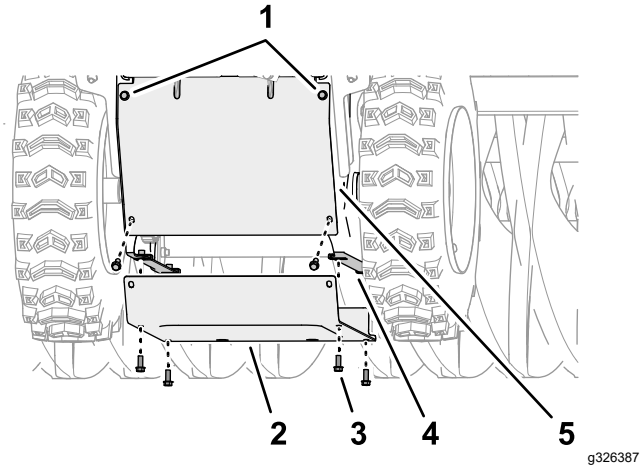

**Figure 51**
4. Au bas de la machine, alignez les trous du couvercle inférieur et les trous des brides des plaques latérales gauche et droite (Figure 51).
5. Fixez le couvercle inférieur sur la machine (Figure 51) avec les 6 vis à embase (1/4" x 5/8").
6. Serrez les 2 vis à embase supérieures (1/4" x 5/8") qui fixent le couvercle arrière sur la machine (Figure 51).